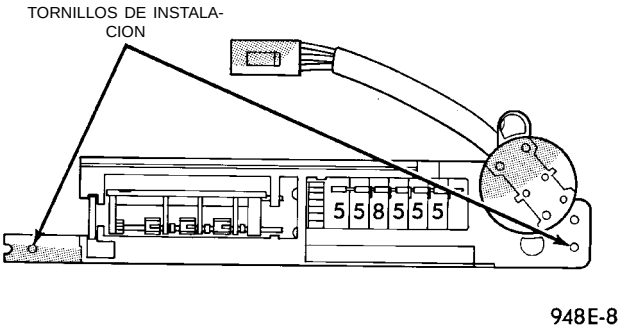

Fig. 26 Odómetro
(1) Retire la cubierta superior del tablero de instrumentos y el marco del grupo de instrumentos.
(2) Retire los cuatro tornillos que fijan el grupo de instrumentos al tablero (Fig. 26).
(3) Retire el grupo de instrumentos.
(4) Retire los tornillos que fijan la cubierta de la tarjeta PC al grupo de instrumentos.
(5) Desconecte de la tarjeta de circuitos impresos el conector del odómetro.
(6) Retire los tornillos que fijan el cristal, el conjunto de cuadrante y el indicador a la caja. Para acceder a los tornillos inferiores que fijan el cristal a la caja no es necesario retirar la almohadilla de espuma.
(7) Retire el cristal, el conjunto de cuadrante y el indicador de la caja.
(8) Retire los dos tornillos que sujetan el odómetro al conjunto de cuadrante e indicador. El conjunto de cuadrante e indicador y el del grupo de instrumentos deben apoyarse hacia arriba o el funcionamiento de los indicadores se verá afectado.